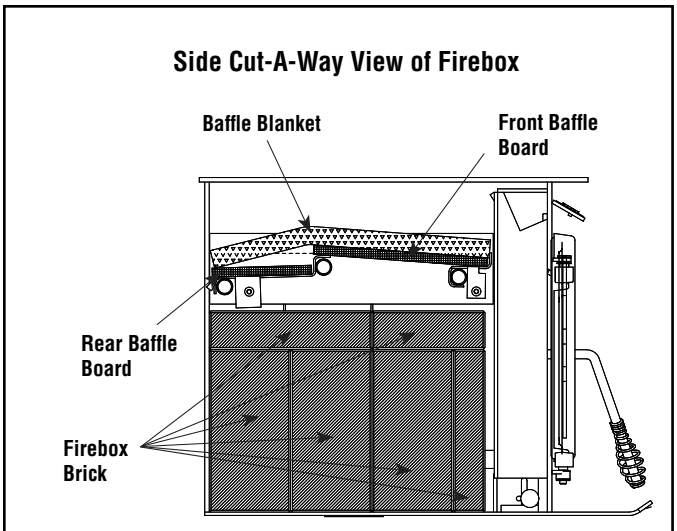

Figure 4
4. The final step of the baffle board & baffle blanket installation will be installing the front baffle boards. The front baffle boards will be the two remaining baffle boards which are the larger two baffle boards of the four baffle board kit. They will be installed with the 9-5/8" dimension from the front to rear of the firebox. Start by setting the back side of the board on the rear baffle making sure that it is placed far enough back to lift up and onto the front baffle. Next you will place the front edge of the front baffle boards on the top side of the front baffle and slide them towards the firebox front until it stops against the front baffle edge. You will do this with each front baffle board with one to the right side of the firebox and one to the left side of the firebox. Confirm that the baffle blanket is directly on top of the baffle boards and that it does not protrude beyond the front baffle or front baffle boards as shown in ***Figure 4***.